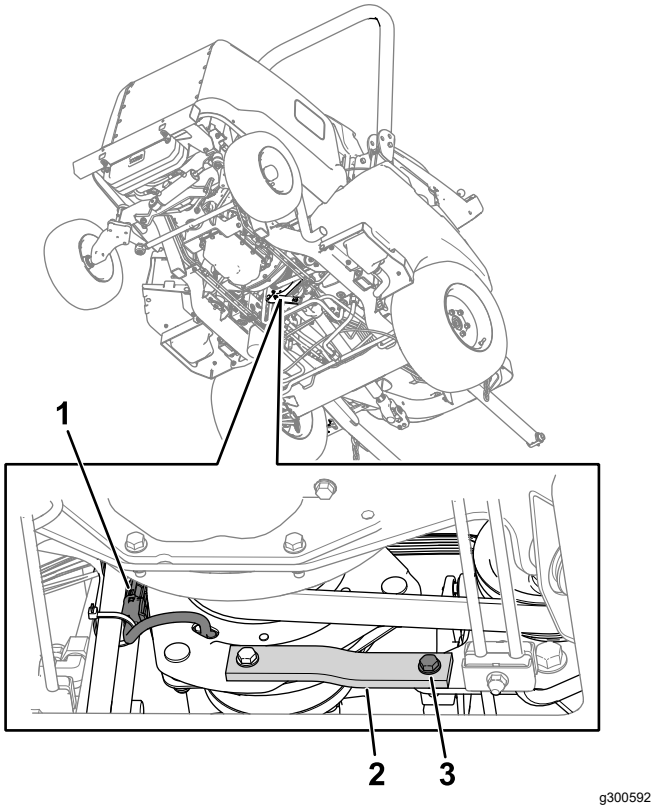

Figuur 75
2. Koppel de connector van de kabelboom van de koppeling los van de machinekabelboom (Figuur 75).
3. Verwijder de bout, ring en moer van de rubberen band (Figuur 75) op het frame.